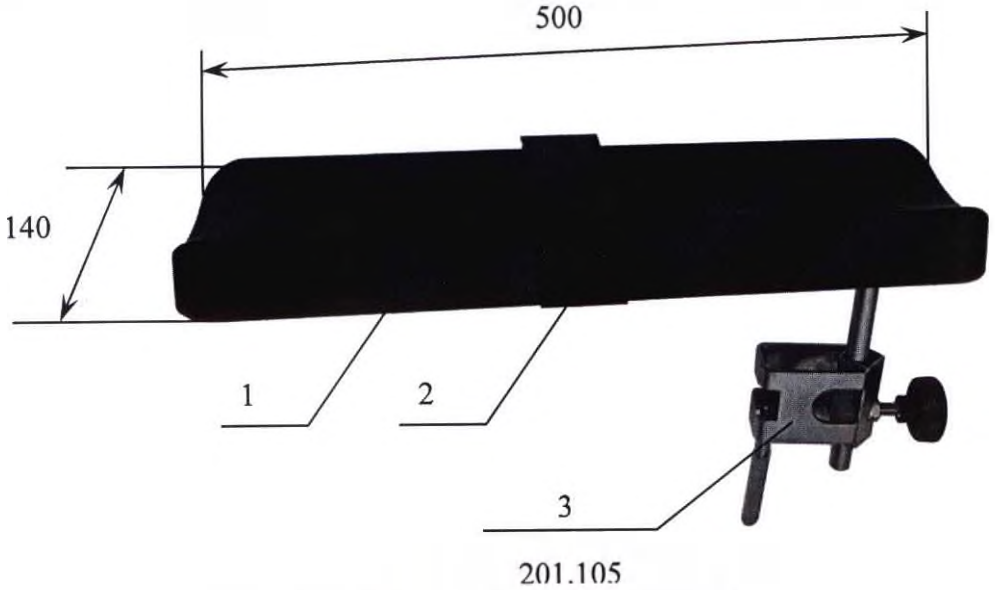

Рисунок 3. Столик для инъекций.
3. Столик для инъекций (опора для руки). Рисунок 3. Профилированное ложе 1 из литого пенополиуретана, нержавеющие монтажные элементы. Регулируется по высоте и поворачивается вокруг вертикальной оси. Рентгенопрозрачен. Оснащен зажимом 201.105 и фиксирующим ремнем. Максимальная допустимая нагрузка – 15 кг.